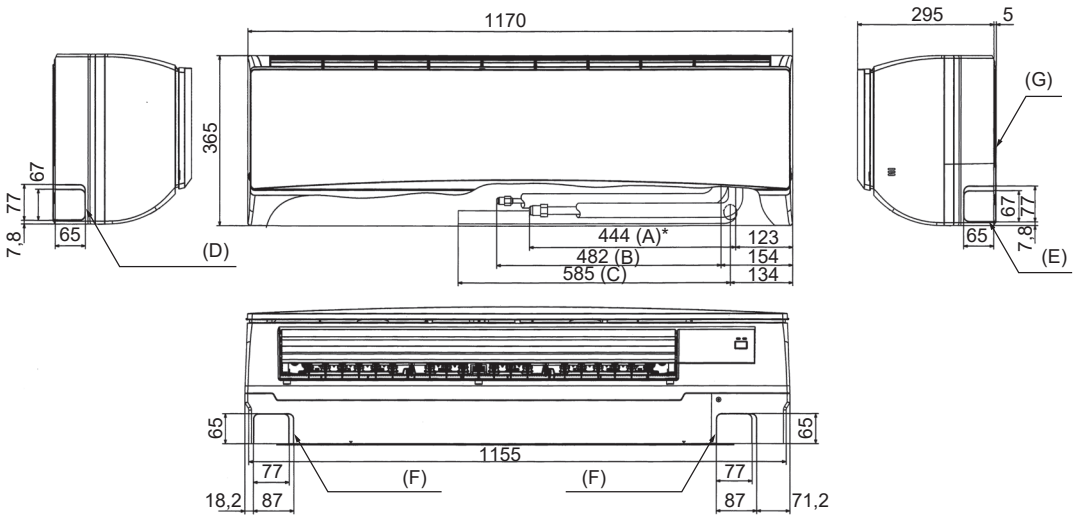

Abb. 4-3
4.4. Anordnung der Kältemittel- und Ablaßrohrleitungen (Abb. 4-3)